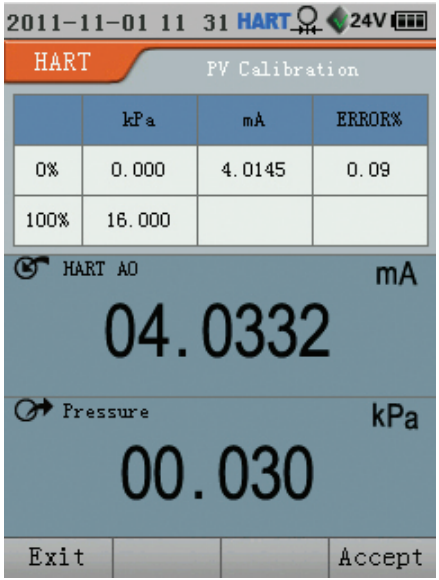

Figure 11.10 HART PV Calibration Process
3. Press **Enter** or **Done** to view the PV Calibration Process interface (Figure 11.10). Note that the calibrator will judge whether these input values are available for the transmitter before starting the PV Calibration Process.
4. The PV calibration process allows you to calibrate the lower (0%) and upper (100%) range values LRV and URV) have been previously set in PV Calibration Setting interface. Located at the top of the PV Calibration interface is the error summary table (Figure 11.10 and Figure 11.11). Once the calibration is complete (Figure 11.11), the PV range adjustment information will be displayed at the bottom of the interface. You can decide whether to adjust PV range. To reject, press **Esc** or **Reject**, to adjust Press **Enter** or **Adjust.**